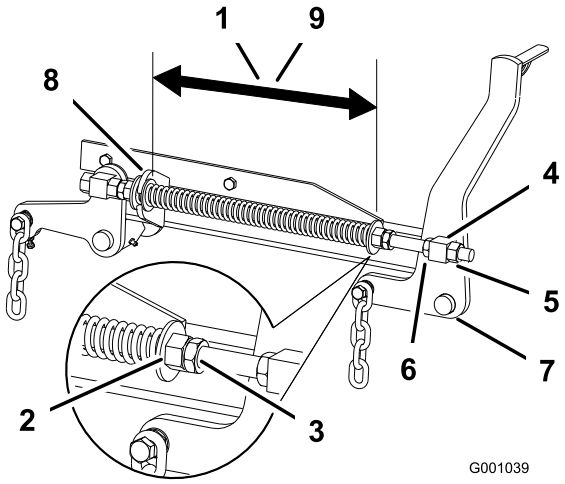

Figur 74
og 26,7 cm til 60 tommers plæneklipperskjolde (Figur 74).
3. Juster denne afstand ved at løsne fjederkontramøtrikken og dreje møtrikken foran hver fjeder (Figur 74). Når møtrikken drejes med uret, forkortes fjederen. Drejes den mod uret, bliver fjederen længere.
4. Lås møtrikken på plads ved at spænde fjederkontramøtrikken (Figur 74).